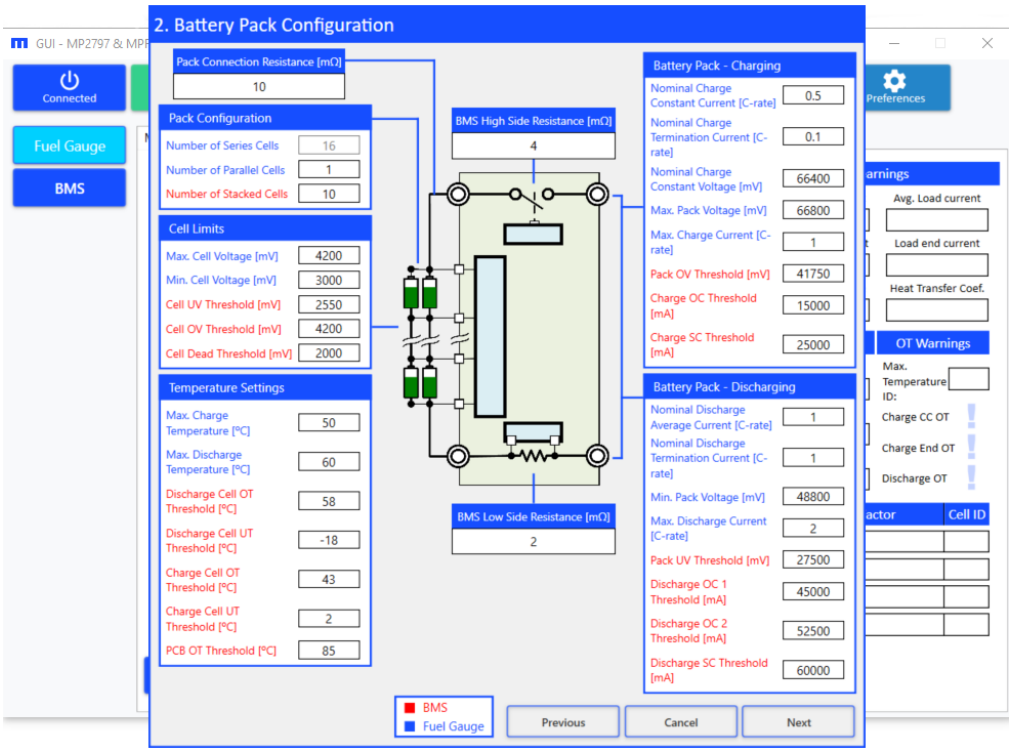

Figure 37: Configuration Wizard 2 – Battery Pack Configuration
6. Use the Battery Pack Configuration window to select the most relevant parameters for the fuel gauge (denoted in blue) and BMS protection (denoted in red) (se Figure 37 on page 30).